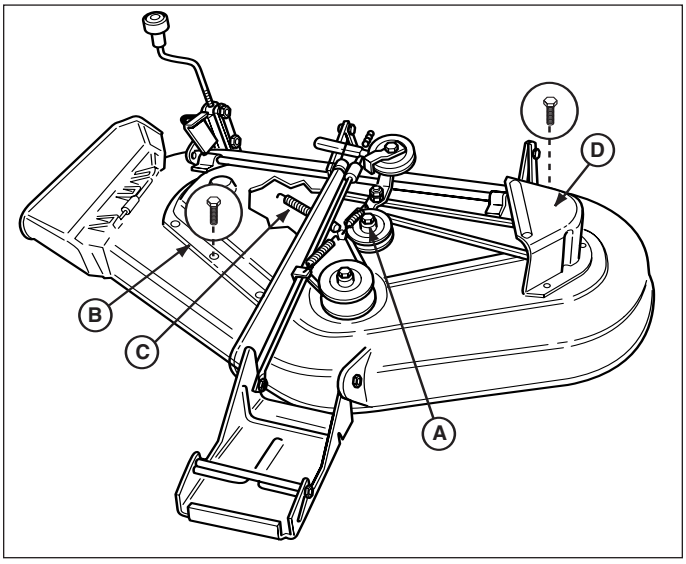

Figure 42. Mower Deck - 44" & 50” Mowers
4. See Figure 42. Remove three capscrews securing left-hand arbor cover (D).
7. See Figure 42. Reinstall the left-hand arbor cover (D). Reinstall the mower deck if removed.